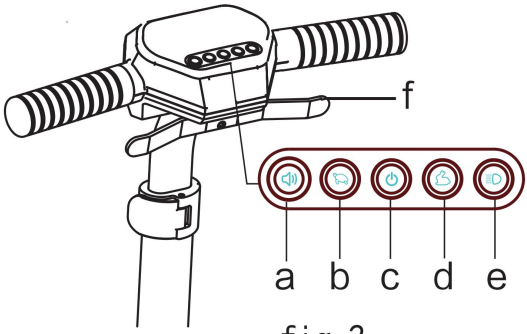

fig. 2
2.2 Control Panel (Figure 2)
POWER SWITCH (See fig.2)
THROTTLE CONTROL LEVER(see fig.2)